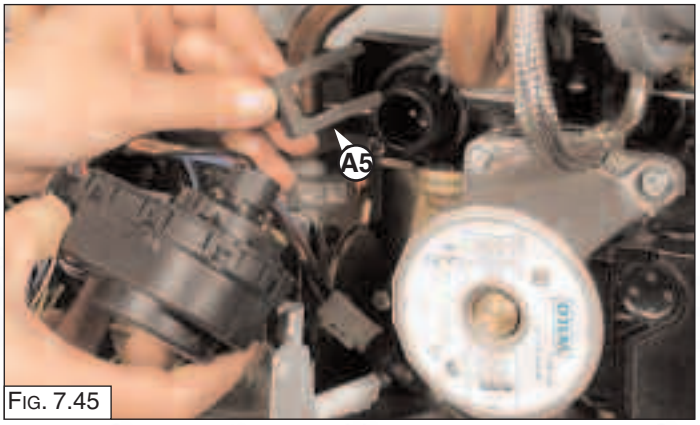

Fig. 7.45
*2.* Release the retaining clip “A5” and remove the diverter valve actuator (Fig. 7.45).